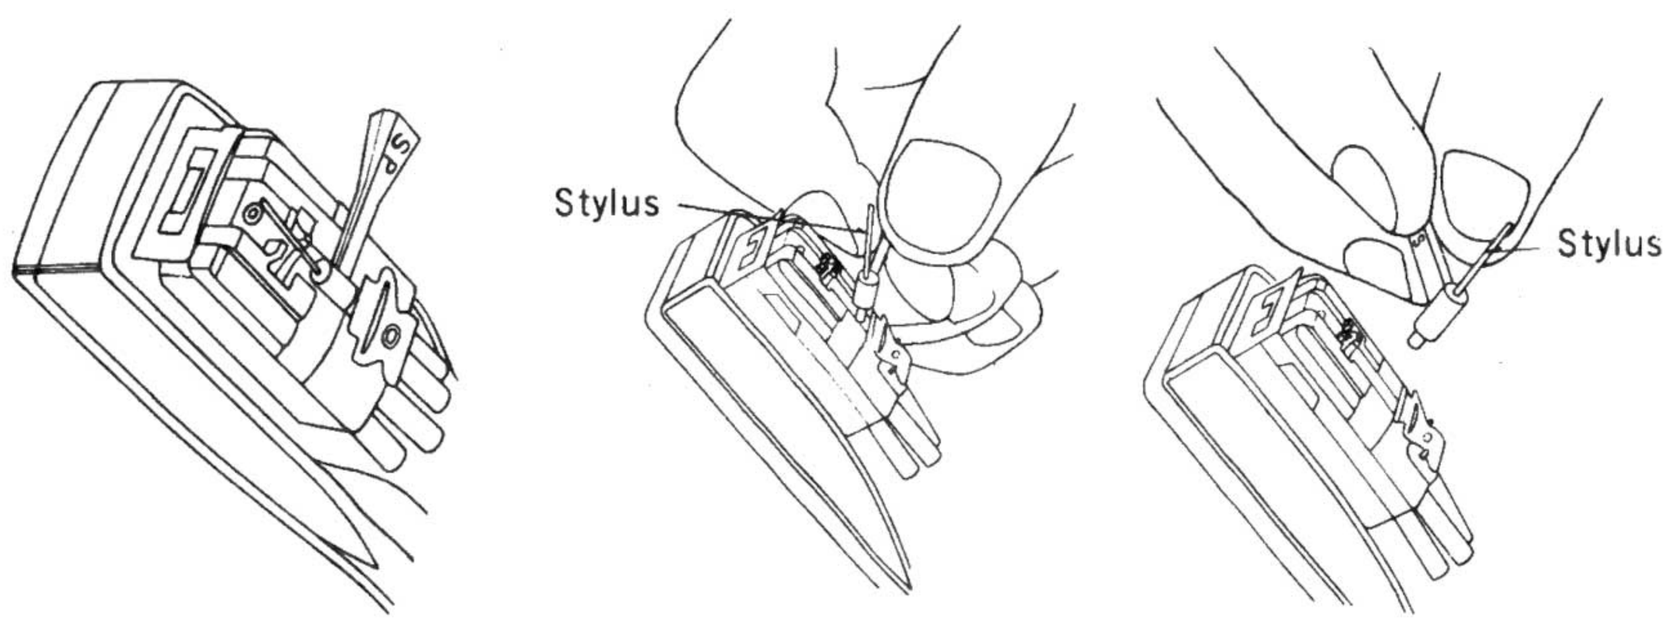

Fig. 28 REPLACING STYLUS
3. Gently remove Cartridge by spreading out the Cartridge attaching spring as shown in Fig. 28.
2. Gently remove Stylus and place new Stylus into correct position as shown in Fig. 28.